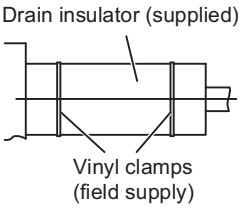

Fig. 1-116
(2) After connecting the drain pipe securely, wrap the supplied packing and drain pipe insulator around the pipe, then secure it with the vinyl clamps . (Fig. 1-116)